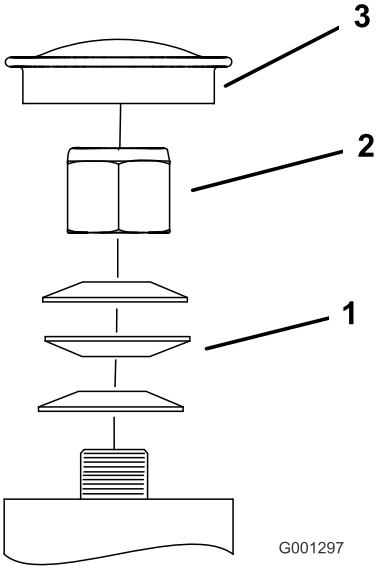

**Figure 61**
3. Remove the dust cap from caster and tighten lock nut (Figure 61).
4. Tighten the locknut until the spring washers are flat and then back off a 1/4 turn to properly set the pre-load on the bearings (Figure 61).
**Important: Make sure the spring washers are installed correctly as shown in Figure 61.**
5. Install the dust cap (Figure 61).